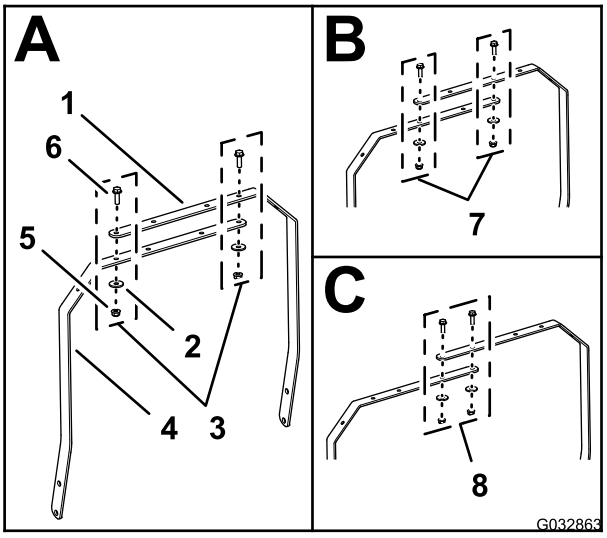

Figure 9
- **Tondeuses série 800** – alignez les 2 trous du support d'éclairage gauche et du support d'éclairage droit, comme montré en A de la Figure 9).
- **Tondeuses série 1000** – alignez les 2 trous du support d'éclairage gauche et du support d'éclairage droit, comme montré en B de la Figure 9).
- **Tondeuses série 1600** – alignez les 2 trous du support d'éclairage gauche et du support d'éclairage droit, comme montré en C de la Figure 9).